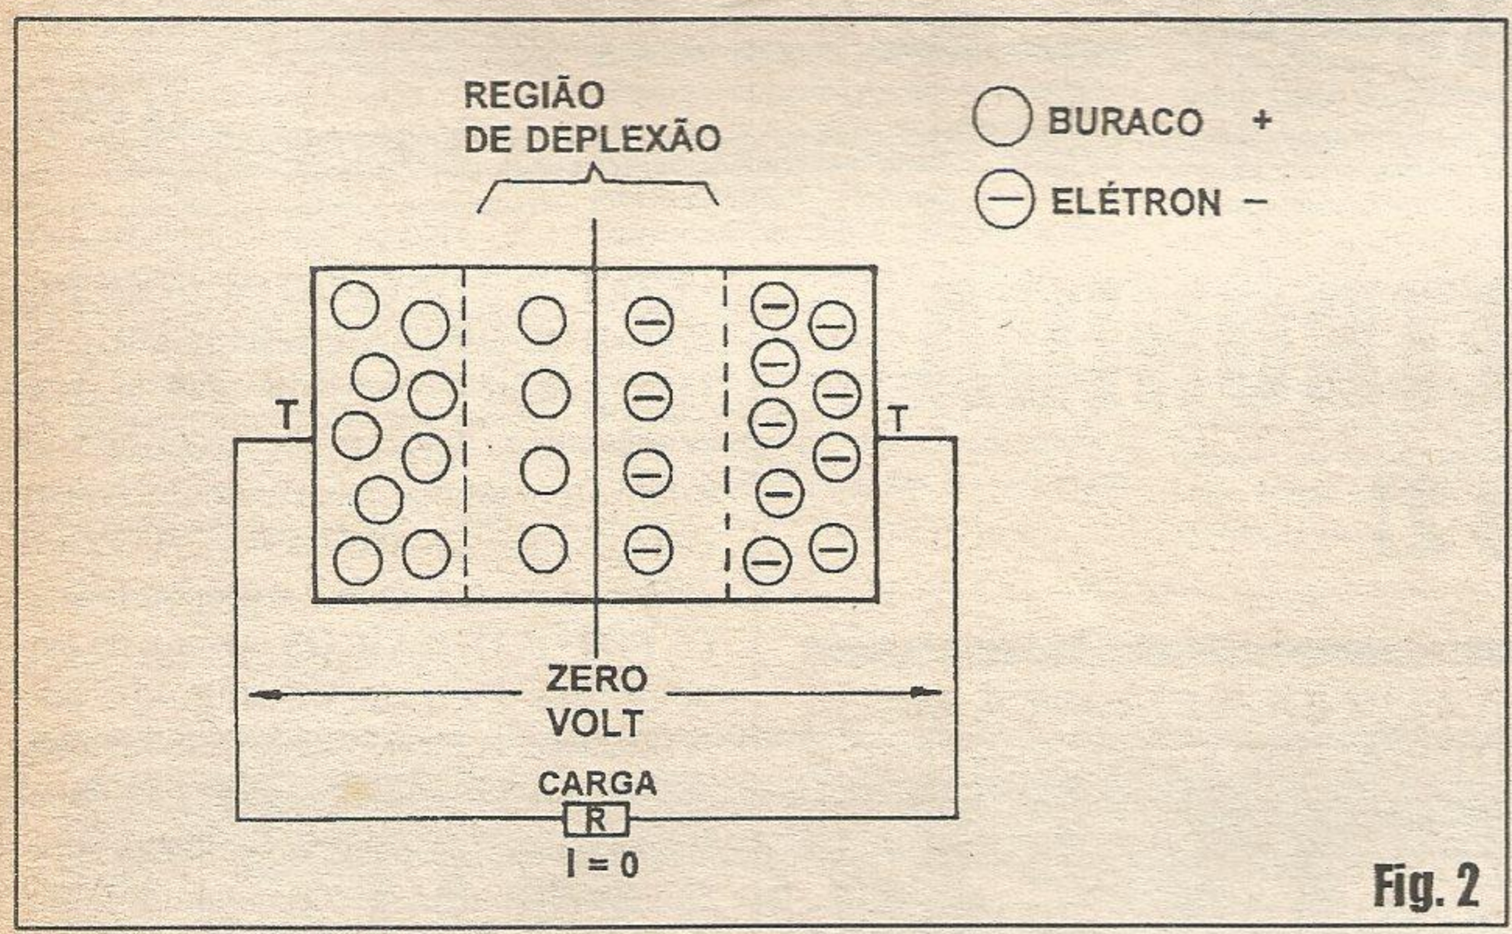

Fig. 2
**- FIG. 2 - O FUNCIONAMENTO DOS *FOTOVOLTAICOS*, A NÍVEL ATÔMICO... -** Quando estudamos (muitas *aulas* atrás...) os materiais semicondutores *dopados* com impurezas (de modo a *fazer* **materiais P**, com acréscimo de *buracos* ou